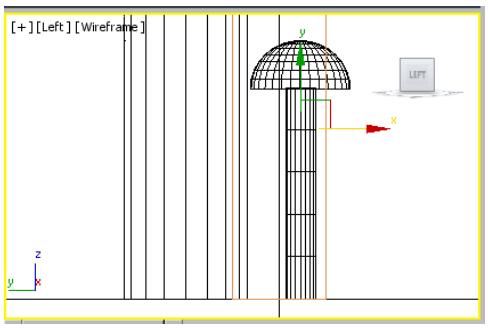

Figure 2-74 *Alignment of cap and body*
11. Next, align *cap* and *body* of the rivet in the Left viewport using the **Select and Move** tool, as shown in Figure 2-74.